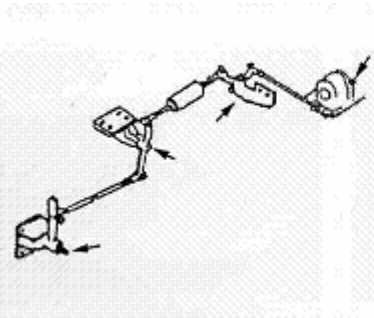

Рис. 5-24
3) Вал рычага подачи топлива (4 точки) (Рис. 5-24)